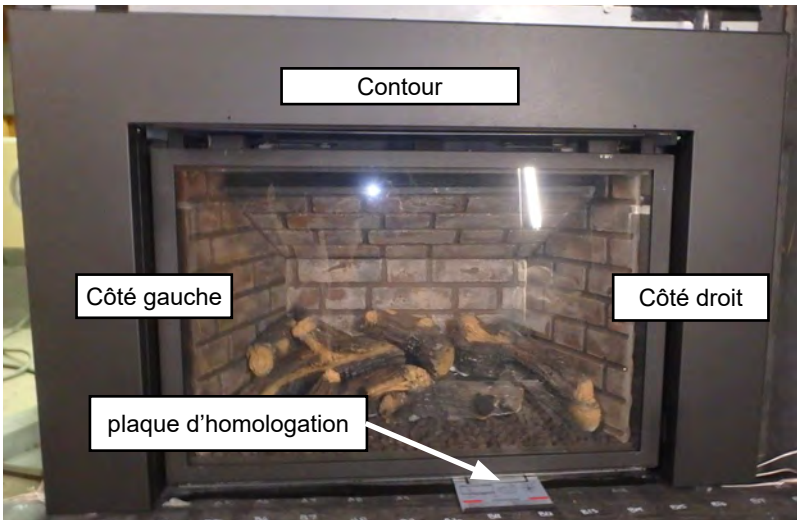

Figure 6.1.01:
*Dans ce manuel, les côtés gauche et droit sont désignés comme indiqué à la **Figure 6.1.01**.